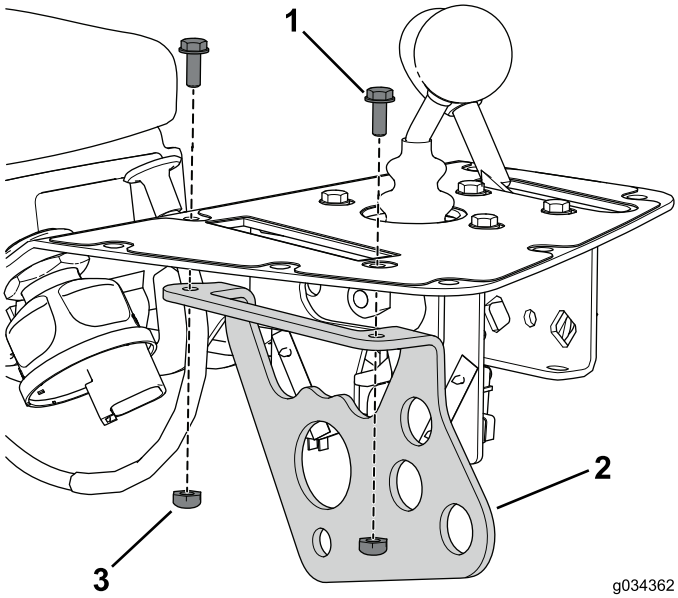

Rysunek 9
8. Odkręć i wyrzuć 2 śruby i nakrętki zabezpieczające mocujące wspornik dźwigni sterowania funkcją do zespołu konsoli (Rysunek 9).